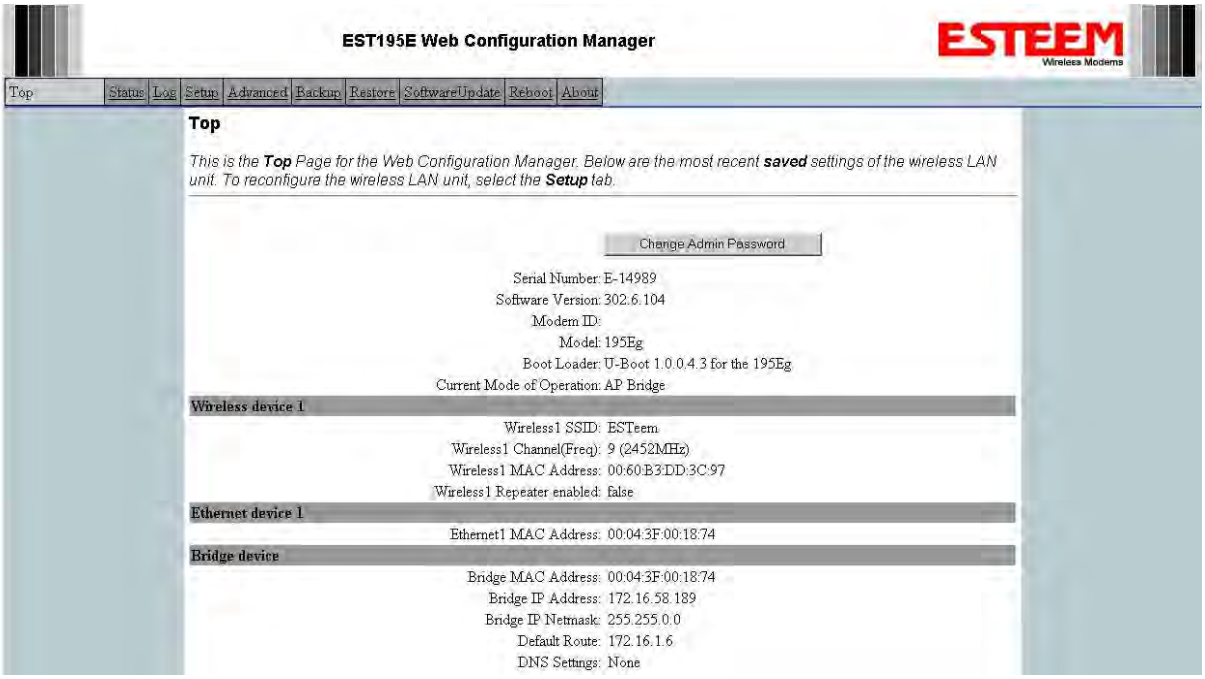

Figure 2: Top Menu Screen
5. After Log-in the next screen displayed will be the Horizon Top Menu page (Figure 2). This example screen shows the Top Menu screen.
The Top Menu will be the default web page for the Horizon Web Configuration Manager (Figure 2). This section will display the current configuration summary for the Horizon and allow changing of the default password. This page will also display the Modem ID field that can be used to easily identify the Horizon you are programming. This Modem ID field can be set to any text combination for example, location name, GPS coordinates or addresses.